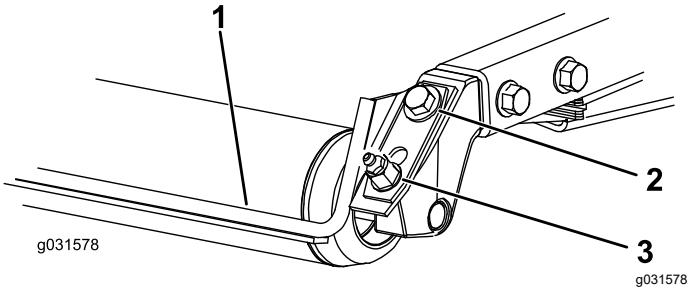

Figur 19
1. Lossa smörjnippeln och monteringsskruven (Figur 19).